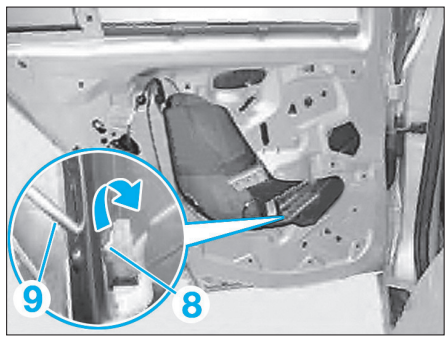

Fig. 129
• Défaire le dispositif de blocage (8) en faisant levier avec un tournevis (9) dans le sens de la flèche **(Fig.129)**.